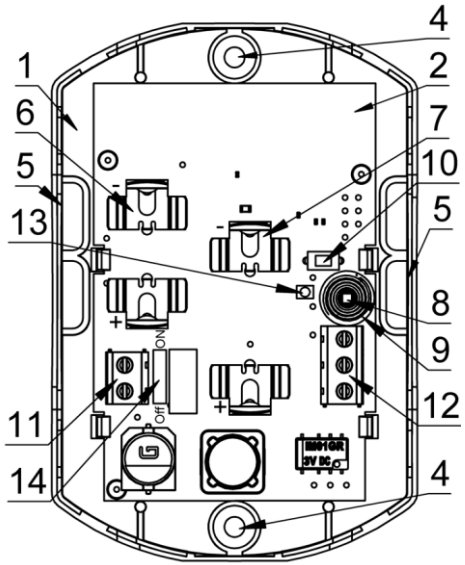

Рисунок 1. Плата УИАБ в корпусе основания.
УИАБ состоит из основания корпуса (1), (рис.1) установленной в нем печатной платы (2), и крышки (3). На основании корпуса (1) расположены:
- два отверстия для крепления на плоскость охраняемой конструкции (4),
- четыре отверстия для ввода проводов (5).